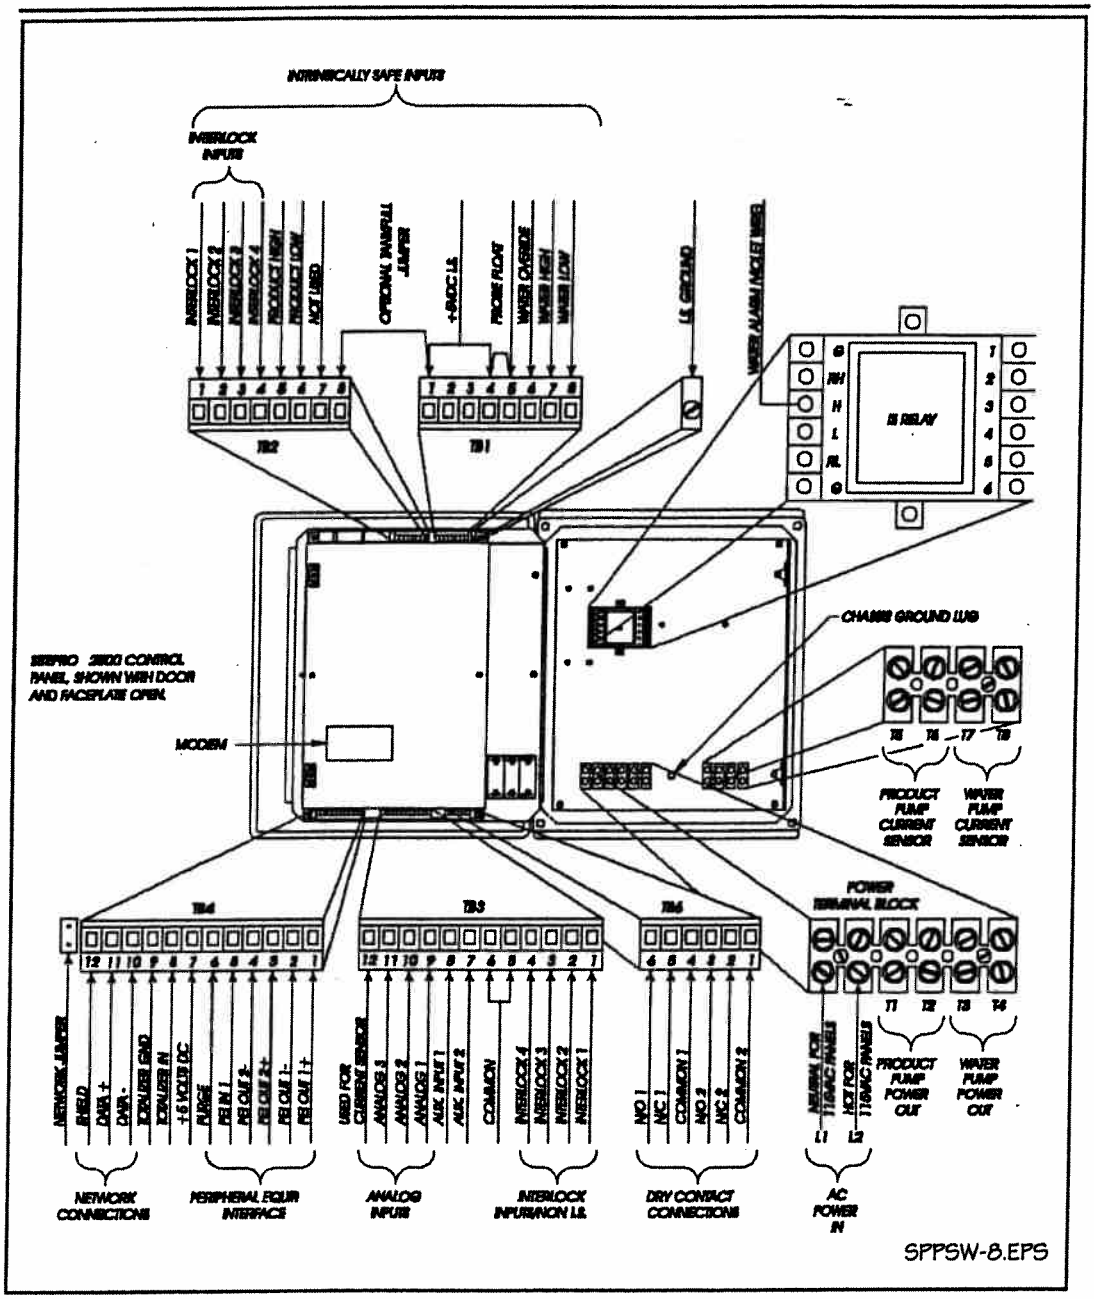
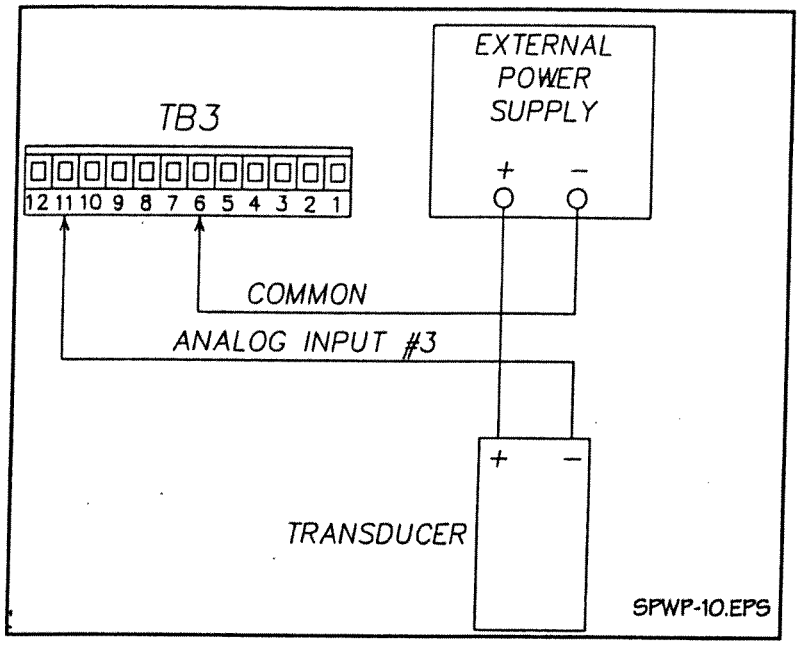

FIGURE 2-1. ORS SITEPRO™ 2000 Wiring Diagram.
FIGURE 2-7. Wiring a pressure transducer or other analog input device to the ORS SITEPRO™ 2000 analog input connections.
Before beginning panel hookup procedures, run a wire from the panel chassis ground lug to a good earth ground such as the circuit breaker panel enclosure. The ground log is located on the chassis behind the panel faceplate (See the ORS SITEPRO ™ 2000 wiring diagram figure 2-1, p.2-3)
Run power wires through the port at the bottom of the enclosure and attach to the terminal block on the chassis behind the face-plate (Figure 2-1, p.2-3). Attach the power leads to terminals L1 (neutral for 115VAC systems) and L2 (hot for 115VAC systems). Attach the ground wire to the grounding lug next to the terminal block. Check tightness of terminal screws.
The ORS SITEPRO™ 2000 circuit board shield (behind face-plate) is equipped with a label that shows the locations of all the terminals and configuration dip switches. Refer to this label (and Figure 2-1) throughout the panel wiring procedures described in this chapter.
Do not run power wires within two inches of ***intrinsically safe*** (IS) wires or terminals. Refer to Figure 2-1 (p. 2-3) for locations of IS terminals (at top of panel) and reference *NEC* article 508 for relevant codes.
If your system includes the 12VDC product pump power supply (see the system specification pages at the front of the product manual) wire the product pump to the terminal strip inside the power supply enclosure as shown below. Then run the power wires from the power supply through the bottom of the enclosure and attach to the PRODUCT PUMP POWER OUT terminals (Figure 2-1 p.2-3). Attach the ground wire to the chassis grounding lug next to the terminal block. Check tightness of terminal screws. For installation and wiring instructions specific to your ORS Probe Scavenger™, refer to the blueprint Field Wiring Diagram provided with the pump.
Run the water pump power wires through the bottom of the enclosure and attach to the WATER PUMP OUT terminals (Figure 2-1, p.2-3). Attach the ground wire to the chassis grounding lug next to the terminal block. Check tightness of terminal screws. For installation and wiring instructions specific to your water pump, refer to the blueprint sized Field Wiring Diagram provided with the pump.
Analog input devices (pressure transducers, thermocouples, etc.) can be interfaced with the telemonitor equipped ORS SITEPRO™ 2000 if they are wired into the ***analog*** input connections on TB3 (See Figure 2-1 p. 2-3). Figure 2-7 (above) shows how a pressure transducer might be wired to the ORS SITEPRO™ . Note that the transducer's power supply must be provided by the customer or purchased from Geotech.
If your ORS SITEPRO™ 2000 is equipped with the telemonitoring option, plug your phone jack into the receptacle of the panel modem. Refer to Figure 2-1(p. 2-3) for location of modem connections.